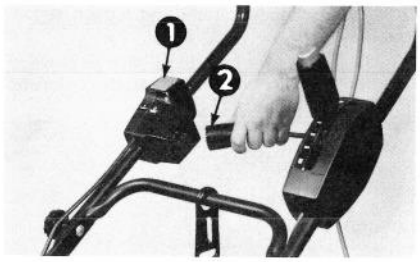

Figure 7
1. Insert coupling of cable into plug on motor safety switch (Fig. 7).